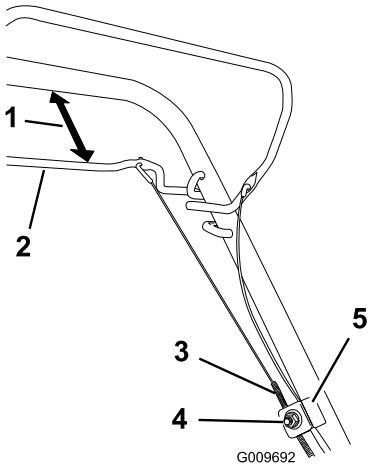

Figur 38
1. Løsne mutteren på kabelfestet (Figur 38).
2. Hold selvdriftsbøylen 25 til 38 mm fra håndtaket (Figur 38).
3. Trekk kabelkappen ned (mot gressklipperen) til det ikke er slakk i kabelen (Figur 38).